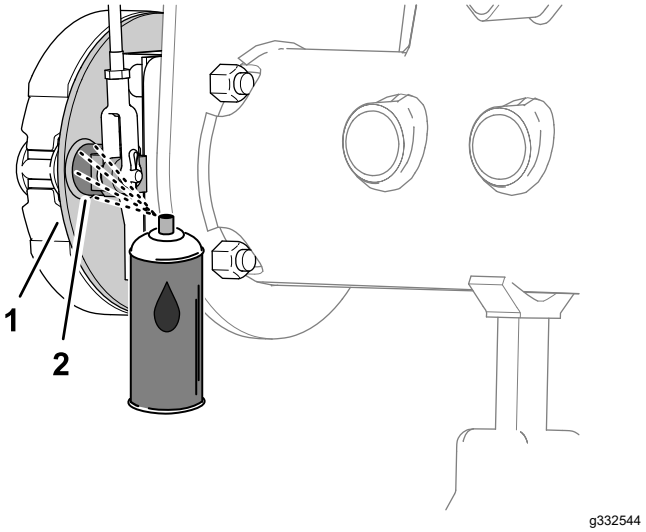
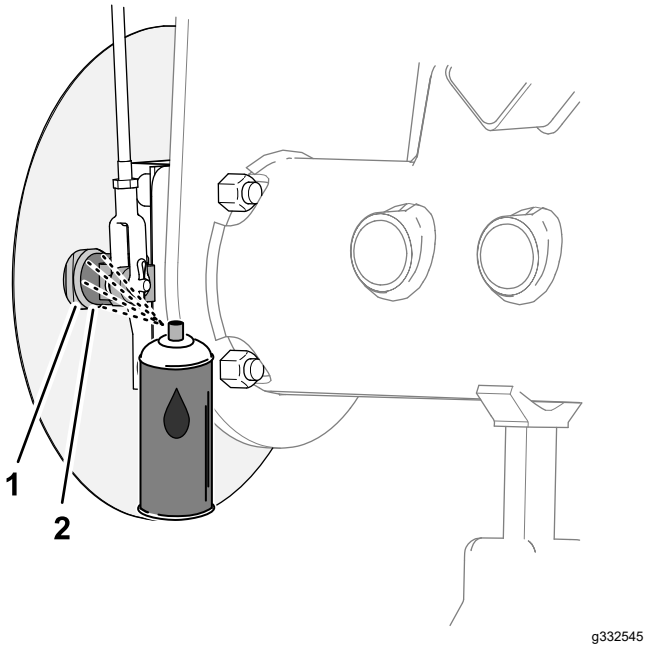

Figuur 69
Figuur 70
1. Spuit aan de binnenkant van de remsteunplaat (machines zonder het optionele grasscherm aan de velgen) of het wielscherm (machines met het optionele grasscherm aan de velgen) kruipolie tussen de as van de remnok en de steunplaat (Figuur 69 of Figuur 70).